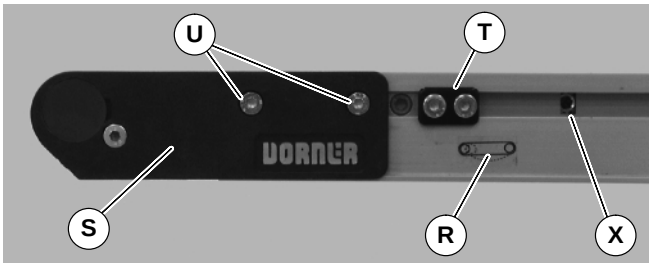
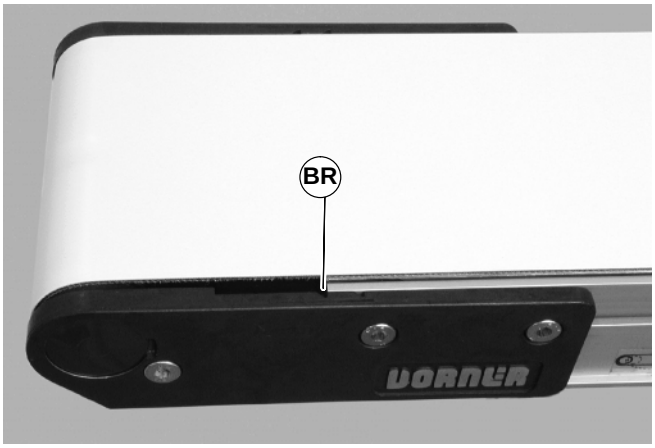

Figure 37
Figure 38
1. On tension end of the conveyor, identified with a label (R of Figure 37), adjust head plate assembly (S): On both sides of conveyor, loosen fastening screws (U) and rotate pinion gear (X) to adjust head plate assembly.
2. Adjust head plate assembly so end of conveyor frame aligns with first tensioning mark (BR of Figure 38). Tighten fastening screws (U of Figure 37) on both sides of conveyor to 60 in-lb (7 Nm).
3. If equipped with cam tracking assemblies (T of Figure 37), reposition against head plates and adjust belt tracking. Refer to “Conveyor Belt Tracking”, page 16.